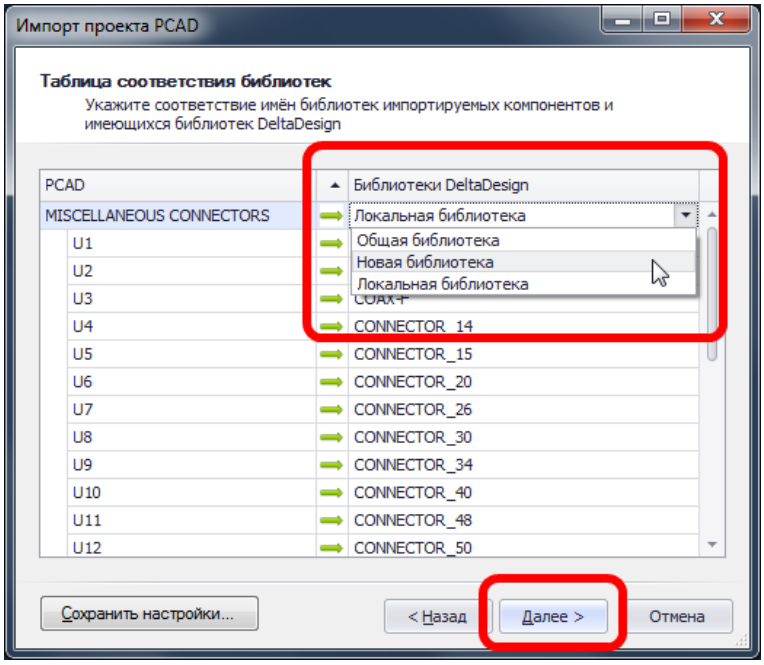

Рис. 365. Связь с библиотекой
9. На следующем этапе импорта необходимо указать библиотеку, с которой будут связаны импортируемые компоненты. Связь с библиотекой устанавливается с помощью выпадающего списка в таблице, см. Рис. 365.